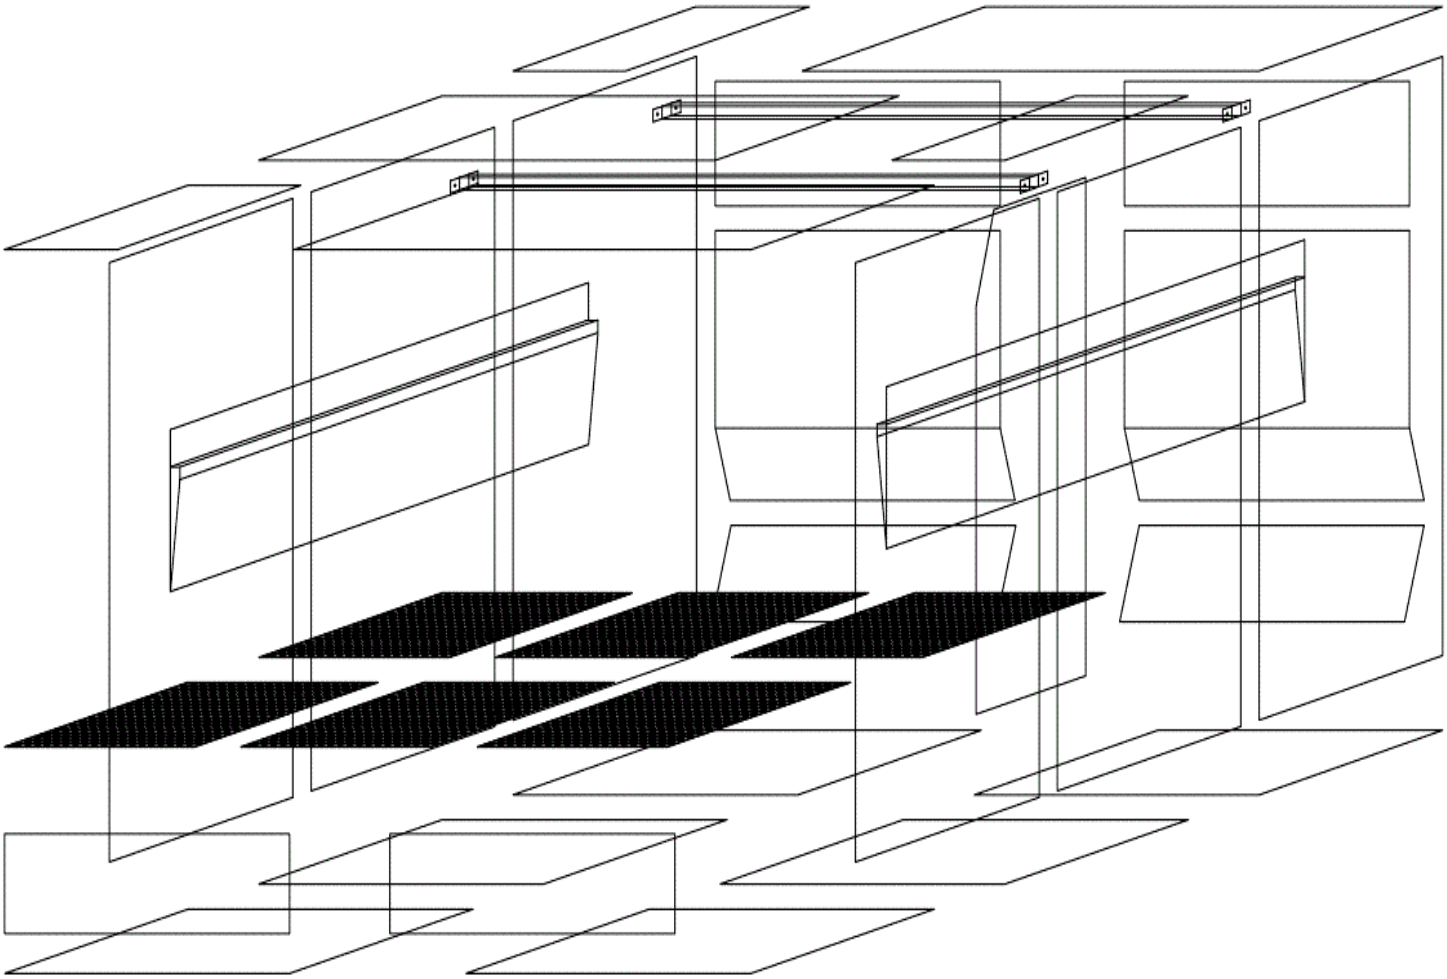

Рис.2 Сборка покрасочной камеры.
2. *Рис. 2 Сборка покрасочной камеры……3*